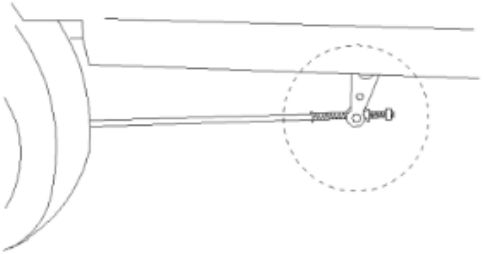

Fig. 3-1 Piulița de ajustare a frânei
1. Rotiți spre dreapta sau spre stânga piulița de ajustare a frânei pentru a ajusta cursa liberă conform cerințelor. (Linia punctată din Fig. 3-1)